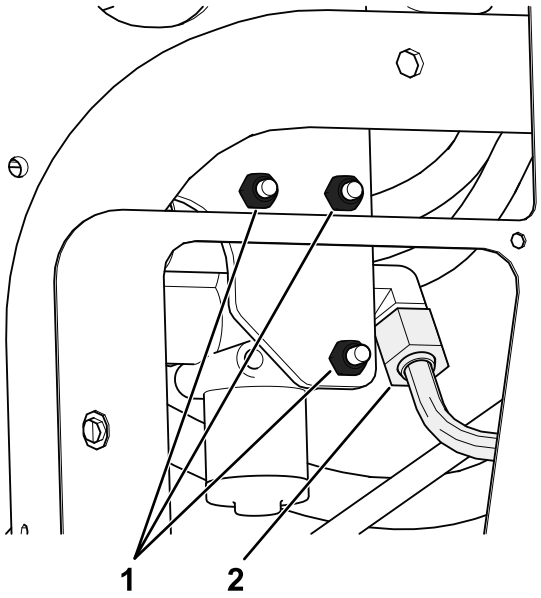

Figura 5
A. Remova os três parafusos e porcas que prendem a válvula de elevação existente à estrutura e separe-a da estrutura para lhe permitir remover a união em T (340-94)como se mostra na Figura 5.